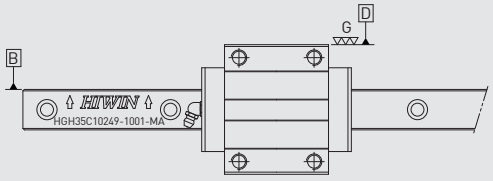

図2
3. 取付用の基準面の確認：レールの基準面はHIWIN マークの両側にある矢印の方向が基準側(B)：ブロックの基準面は研削面が付いてる側(D)。(図2参照)